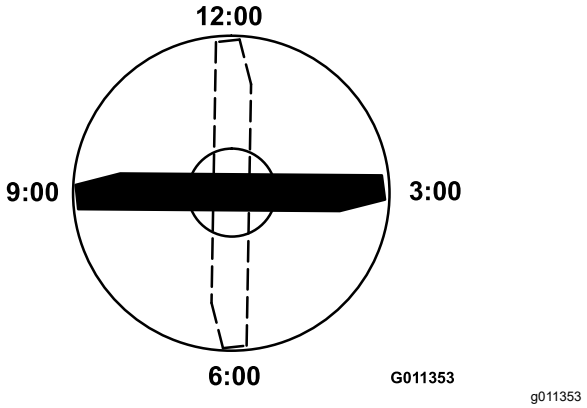

Figur 70
3. Placera den markerade ändens skäregg i läget klockan 12 (rakt framåt i klippriktningen) och mät höjden från bordet till knivens skäregg (Figur 70).
4. Vrid knivens markerade ände till lägena klockan 3 och klockan 9 och mät höjderna (Figur 70).